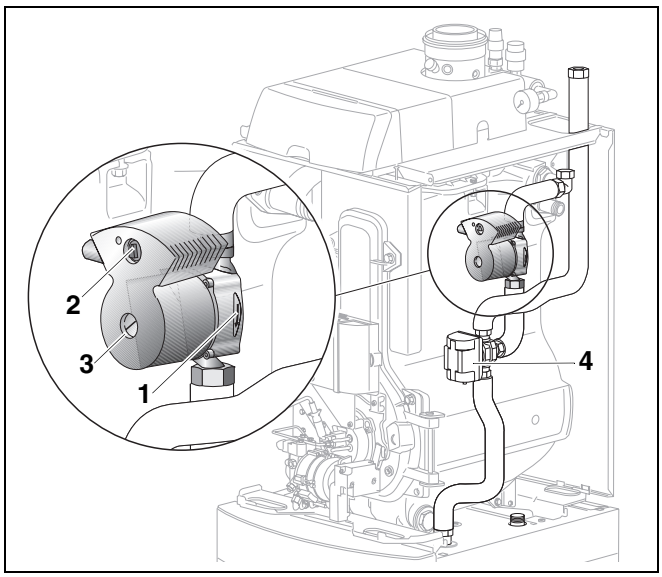

Rys. 30 Pompa obiegowa w kotle grzewczym Logano G135T
spowodowane poluzowaniem śruby konserwacyjnej (rys. 30 na strona 35) na pompie obiegowej przy gorącym kotle grzewczym.
- Ustawić pompę obiegową na średnie obroty (rys. 30, **poz. 2**).
Ustawienie pompy w niższym położeniu może prowadzić do obniżenia komfortu korzystania z ciepłej wody (rys. 30, **poz. 2**).